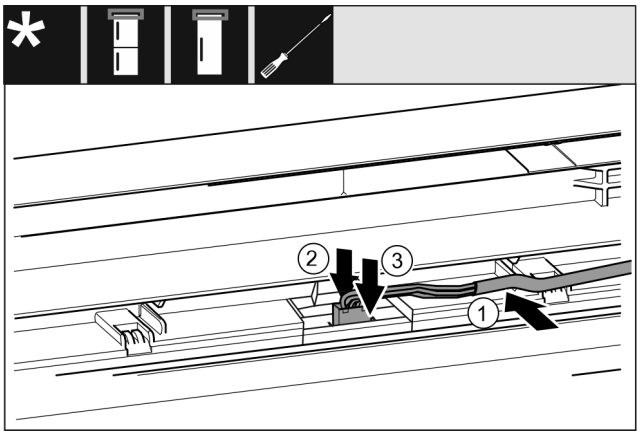

*Fig. 63 Kühl-/Gefrierkombinationen / Gefriergeräte / Kühlgeräte**
▶ Kabel *Fig. 63 (1)* in die Führung in der oberen Tür einlegen.*
▶ Rastnase *Fig. 63 (2)* nach hinten drücken.*
▶ Stecker *Fig. 63 (3)* einrasten.*